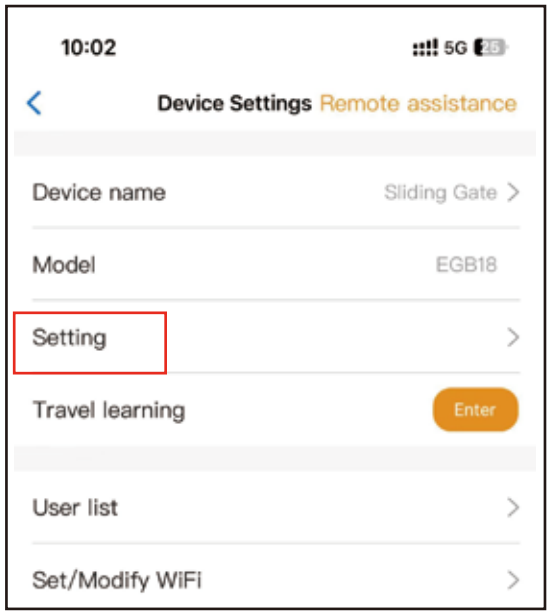

Fig 11
Paso 1. Seleccione el dispositivo, presione el “⚙” en la esquina superior derecha. Haga clic en “ Setting ” . (Fig 11)